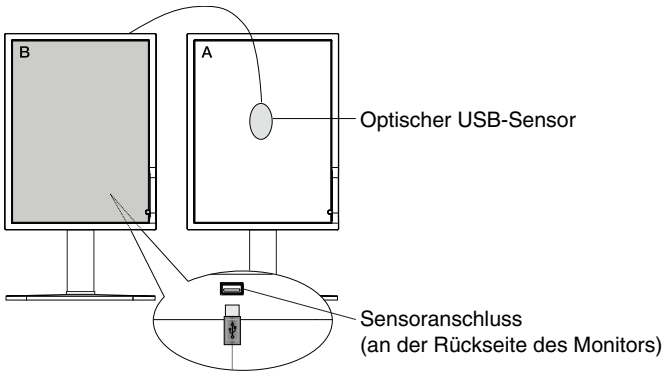

Abbildung C.1
1. Um das Menü KALIBRIERUNG anzuzeigen, schließen Sie den optischen USB-Sensor am Sensoranschluss an (**Abbildung C.1**), oder wählen Sie im erweiterten Menü die Option EIGENSTÄNDIGE KALIBRIERUNG aus (Seite 20).
5. Sie werden aufgefordert, den optischen USB-Sensor in der Mitte des Bildschirms zu platzieren (**Abbildung C.4**). Neigen Sie den Monitor um etwa 5 Grad nach hinten, und platzieren Sie den optischen USB-Sensor in der Mitte des Bildschirms (**Abbildung C.1**).